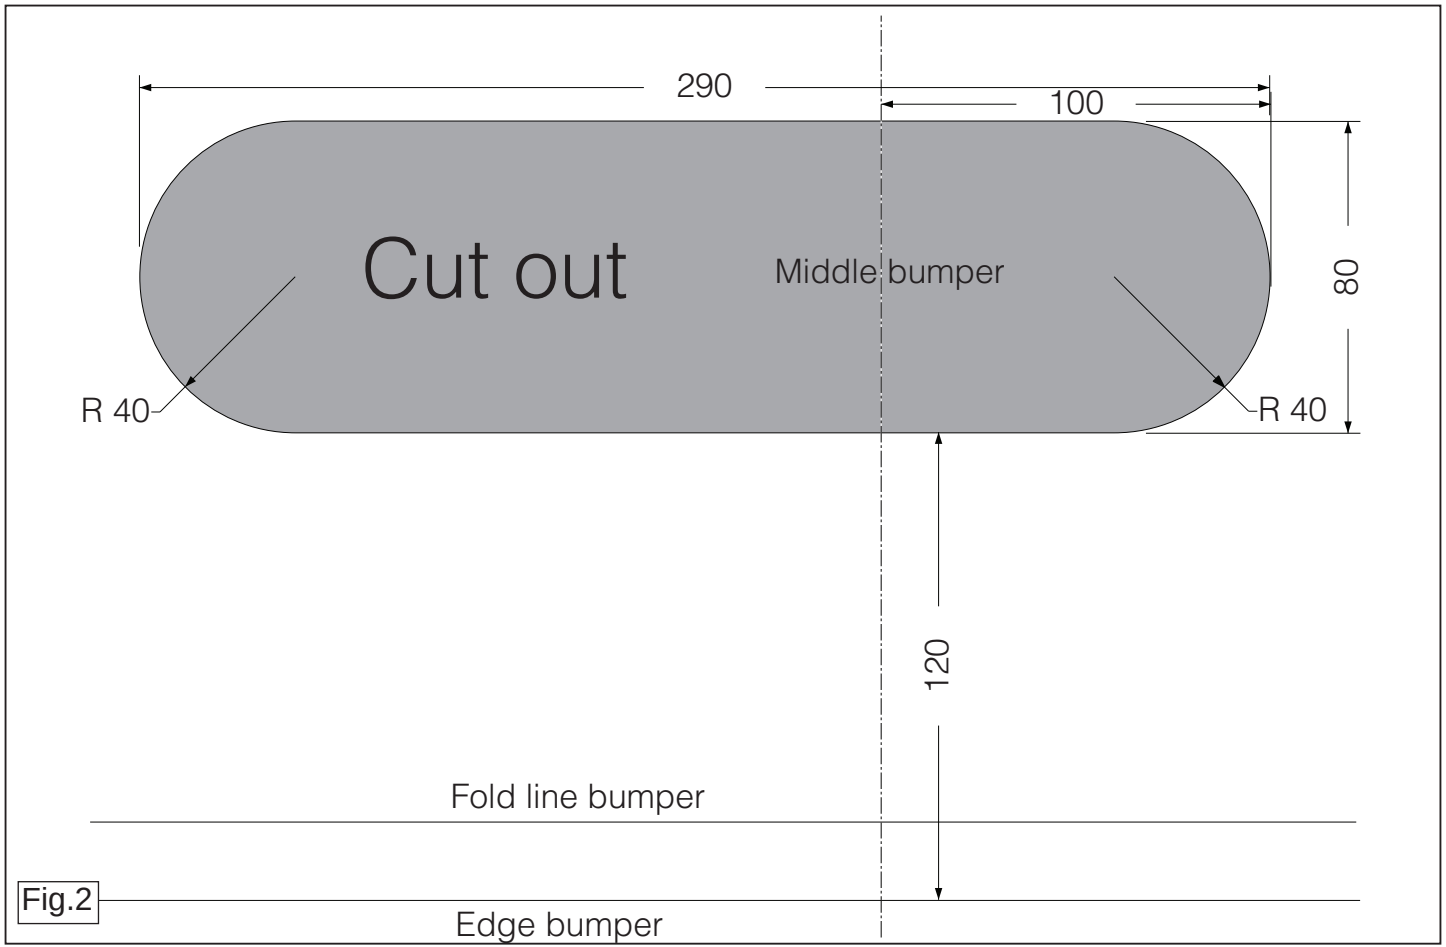

Fig.2
6. Выпилить часть из бампера в середине снизу, как указано на рис. 2.